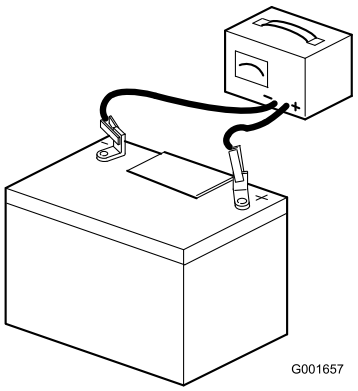

Figur 5
7. Koble en batterilader på 3–4 A til batteripolene (Figur 5). Lad batteriet med 3 til 4 A i 4 til 8 timer.